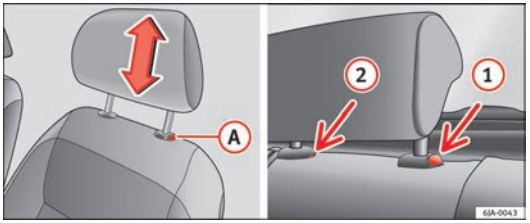

Fig. 73 Head restraints: adjusting/removing head restraints ▶
– To lower the hear restraint, press button (A) ⇒ Fig. 73 while pushing the head restraint downwards.
– Press catch (A) ⇒ Fig. 73 and remove the head restraint.
– Press catch (1) ⇒ Fig. 73 while pressing on the catch in hole (2) with a max. 5 mm flat-headed screwdriver and remove the head restraint.